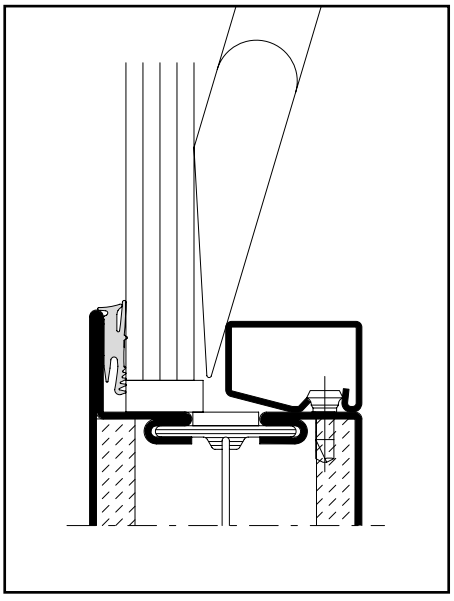

Abb. 16 / Fig. 16 / Fig. 16
- Glaselement mittels Klotzungshebel vorsichtig an die äussere Anschlagdichtung drücken (Abb. 16).
- Presser le vitrage contre le joint extérieur à l'aide du levier de calage (fig. 16).
- Using a pad lever, press the glazing element against the outer glass contact weatherstrip (Fig. 16).